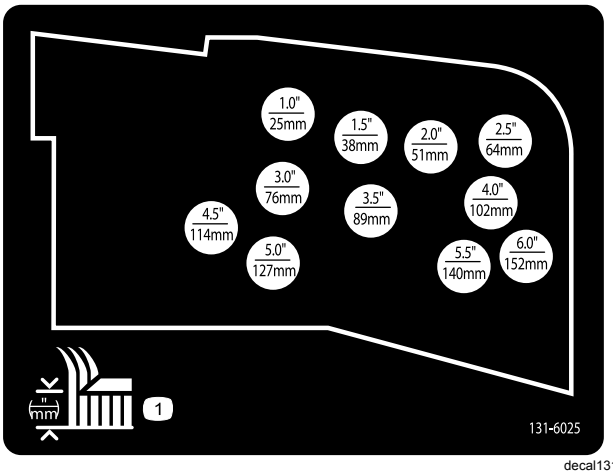

Figur 36
10. Monter klippehøydekjeden til ønsket klippehøydehull med splittpinnen og hårnålssplinten (Figur 36).